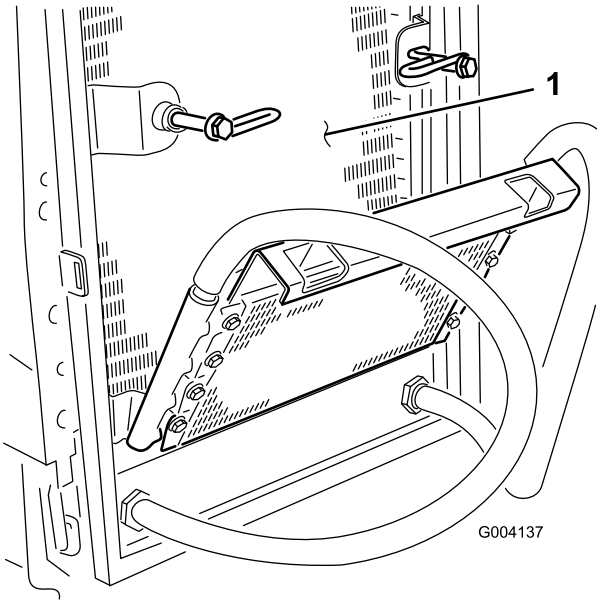

Figuur 59
7. Reinig de radiateur met perslucht met lage druk (3,45 bar). Doe dit vanaf de ventilatorzijde van de radiator (geen water gebruiken). Reinig vervolgens de voorkant van de radiateur en doe dit ook vanaf de ventilatorzijde. Maak beide kanten van de oliekoeler grondig schoon. Nadat u de radiateur en oliekoelers grondig hebt schoongemaakt, dient u met perslucht het vuil te verwijderen dat zich kan hebben opgestapeld op andere onderdelen van de machine (Figuur 59).